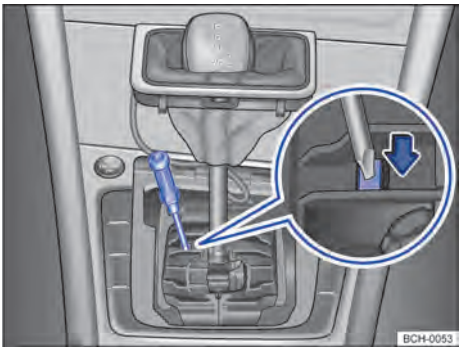

Fig. 95 Desinstalar a cobertura da alavanca seletora e destravar o bloqueio da alavanca seletora emergencialmente.
– Com o auxílio de uma chave de fenda pressionar cuidadosamente a alavanca de destravamento no sentido da seta e manter nessa posição → Fig. 95.